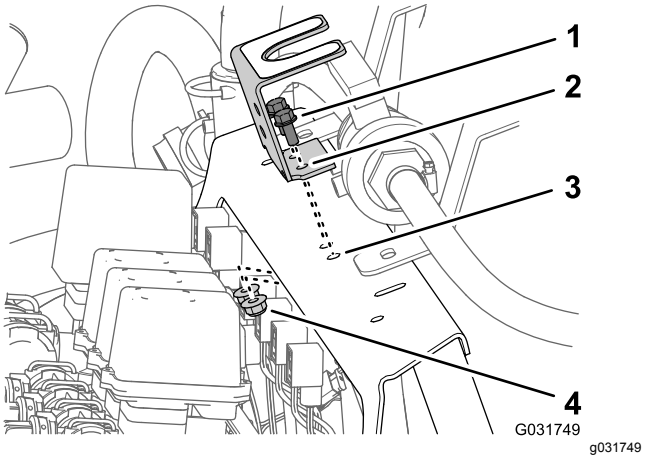

Figur 38
4. Fjern de to flenshodeboltene (5/16 x 3/4 tomme) og de to flenslåsemutterne (3/8 tomme) som fester monteringsbraketten for kuleventilen til manifoldfestet, og skill braketten fra festet (Figur 38).